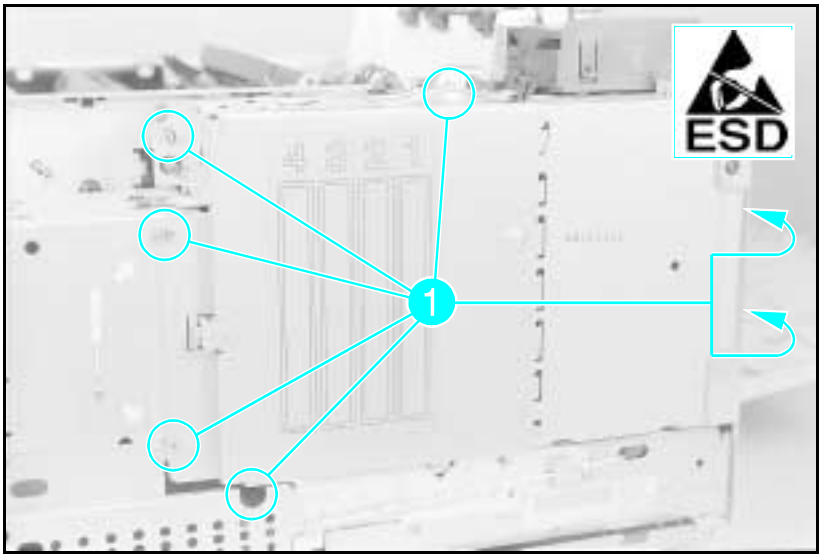

Figure 6-24a **Formatter Cage Screws (Right Side View - LaserJet 4 and 5)**
2 **LaserJet 4 and 5:** Remove the (7) screws (6 screws in the LJ 5) shown in Figure 6-24a. (2) screws are on the right rear of the printer, (1) screw is under the lower front of the Formatter Cage (except LJ 5).